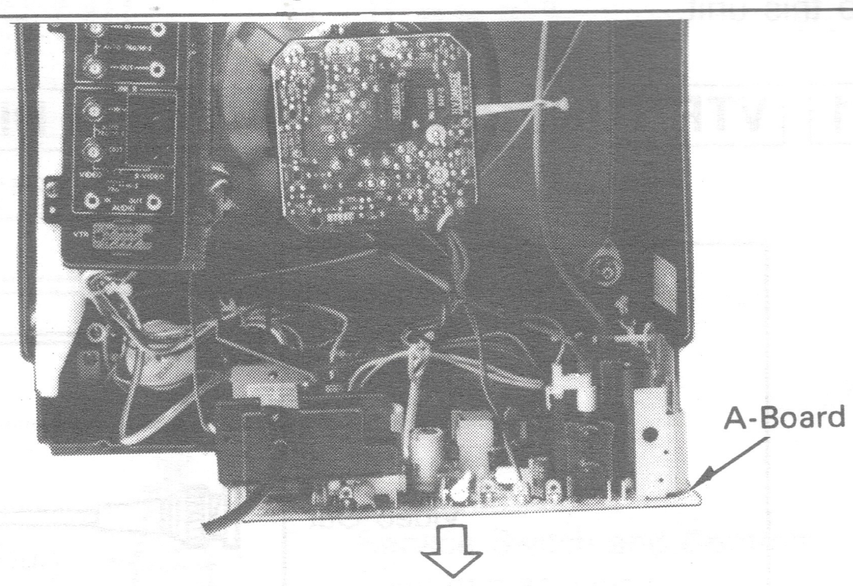

Fig. 4
(1) Remove the Back Cover.
(2) Carefully slide the board toward you and remove the A-Board. (See Fig. 4)